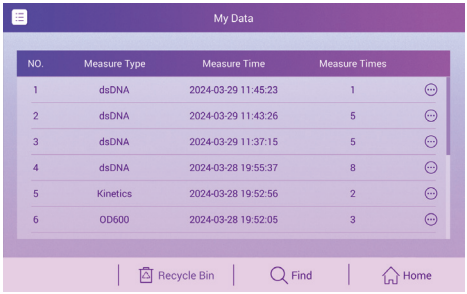
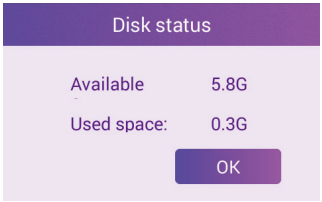
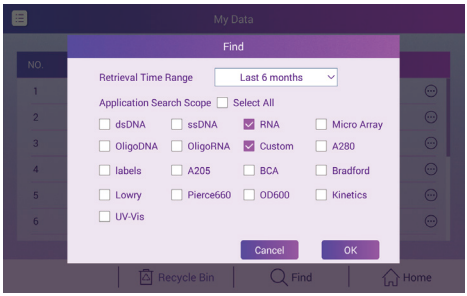

FIG.19
FIG.20
FIG.21
The data review is used to view the saved experiment information, as shown in FIG.19.
(1) Disk Status: Click "My Data" in the main interface to enter the my data homepage, as shown in FIG.19, click the menu bar in the upper left corner to bring up the menu, click Select Disk Status to view the current disk space usage of the instrument, as shown in FIG.20.
(2) Find: Click "My Data" in the main interface to enter the data browsing homepage, as shown in FIG.19, click the "Find" button below to enter the search page and select the screening criteria, as shown in FIG.21.